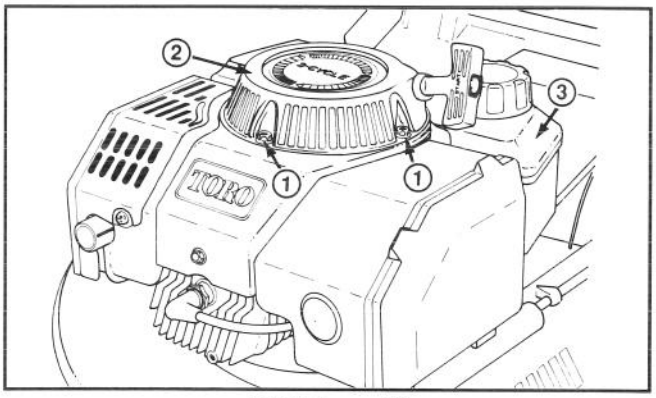

Abbildung 16
3. Den Tank abnehmen indem Sie die vier Kopfschrauben der Starterabdeckung entfernen (Abb. 16). Die Starterabdeckung abnehmen und den Tank auf die linke Seite des Motors schieben, wo er am Schlauch hängen kann.